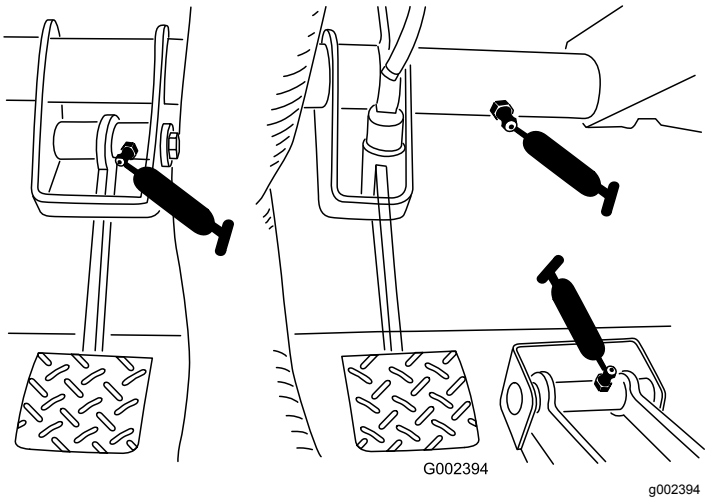

图31
- **离合器1 个**请参阅图31
- **加速器1 个**请参阅图31
- **刹车1 个**请参阅图31